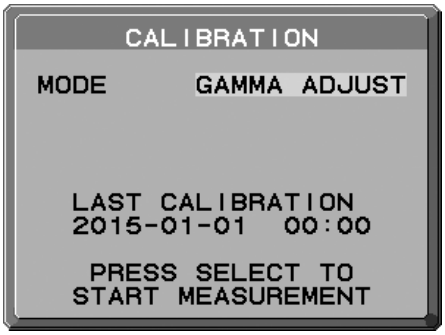

Рисунок 1
2. Выберите НАСТР. ГАММЫ в настройке режима (**Рисунок 1**).